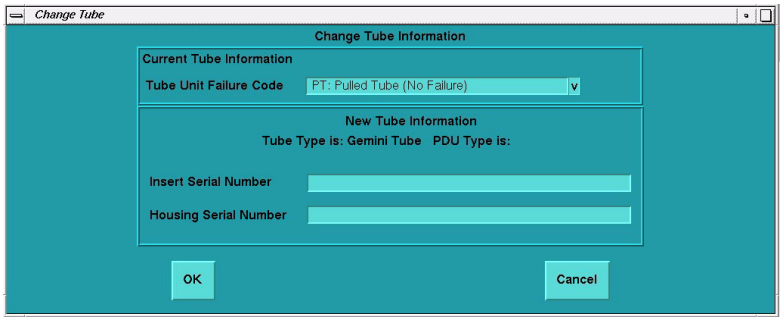

Figure 9-42 Change Tube Screen
6.) Click OK to accept these changes. (Refer to Figure 9-42.)